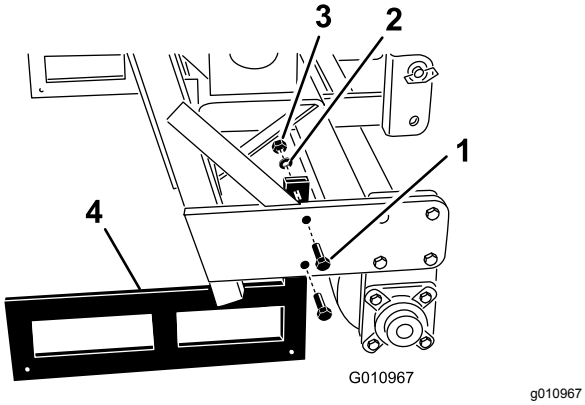

**Figuur 34**
2. Verwijder de bouten, borgringen en moeren waarmee de opslagstandaarden aan beide uiteinden van de beluchter zijn bevestigd (Figuur 34).